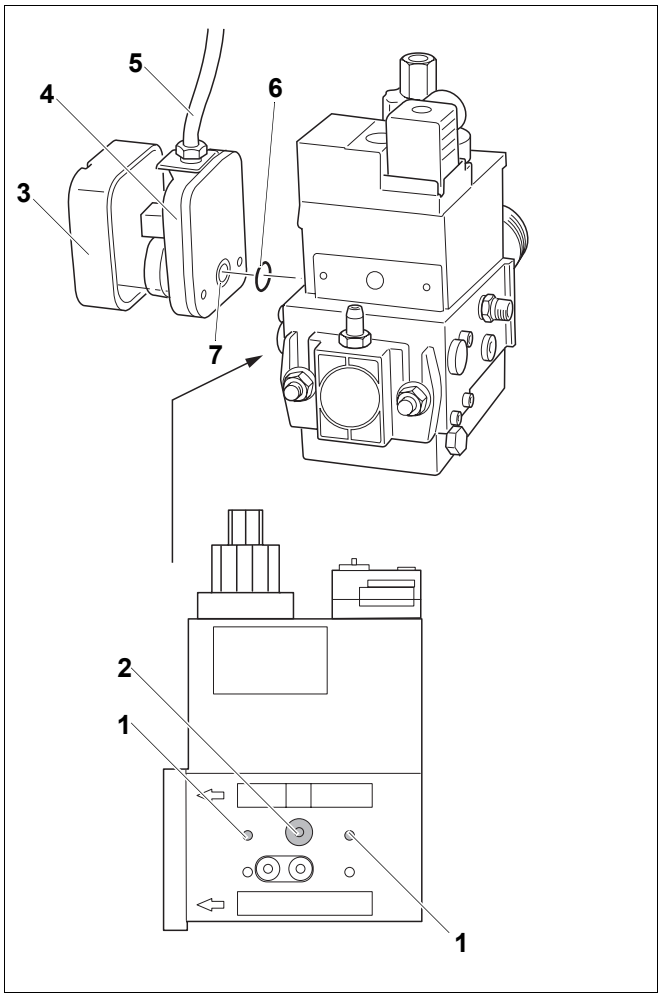

Rys. 94 Armatura gazowa
- Wykręcić śrubę imbusową (rys. 94, **poz. 2**) z armatury gazowej.
- Zdjąć pokrywę czujnika ciśnienia gazu (rys. 94, **poz. 3**).
- Włożyć pierścień samouszczelniający (rys. 94, **poz. 6**) załączony do czujnika ciśnienia w odpowiedni rowek z tyłu czujnika ciśnienia gazu (rys. 94, **poz. 7**). Sprawdzić, czy wszystkie części zostały dobrze włożone.
- Przykręcić dolną część czujnika ciśnienia gazu (rys. 94, **poz. 4**) załączonymi śrubami do miejsc mocowania (rys. 94, **poz. 1**) na armaturze gazowej. Kabel (rys. 94, **poz. 5**) łączący czujnik ciśnienia gazu ze sterownikiem palnika znajduje się u góry.
- Nałożyć pokrywę czujnika ciśnienia gazu (rys. 94, **poz. 3**) na dolną część czujnika (rys. 94, **poz. 4**) i przykręcić.